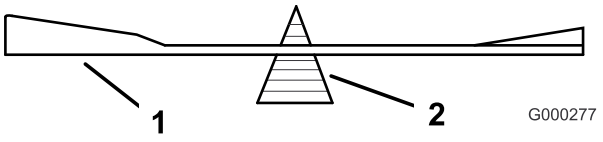

**Figur 80**
2. Sjekk knivens balanse ved å legge den på en balanseringsinnretning (Figur 80).